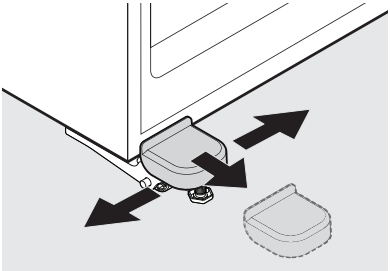

Figura 4
11. Retire la cubierta de la bisagra doblando con cuidado las lengüetas de la cubierta hacia afuera mientras tira de la cubierta hacia la partefrontal de la unidad (vea la figura 4).